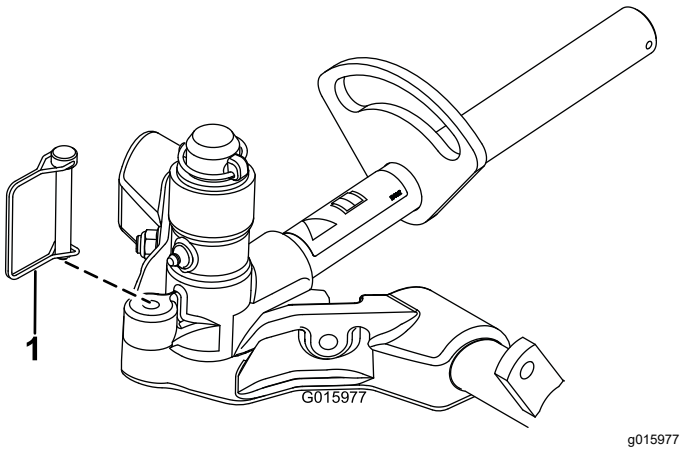

図 17
11. Tカッティングユニットを首振りしないようにロック固定するには、スナッパピンを使ってピボットヨークをキャリアフレームに固定します図 17。